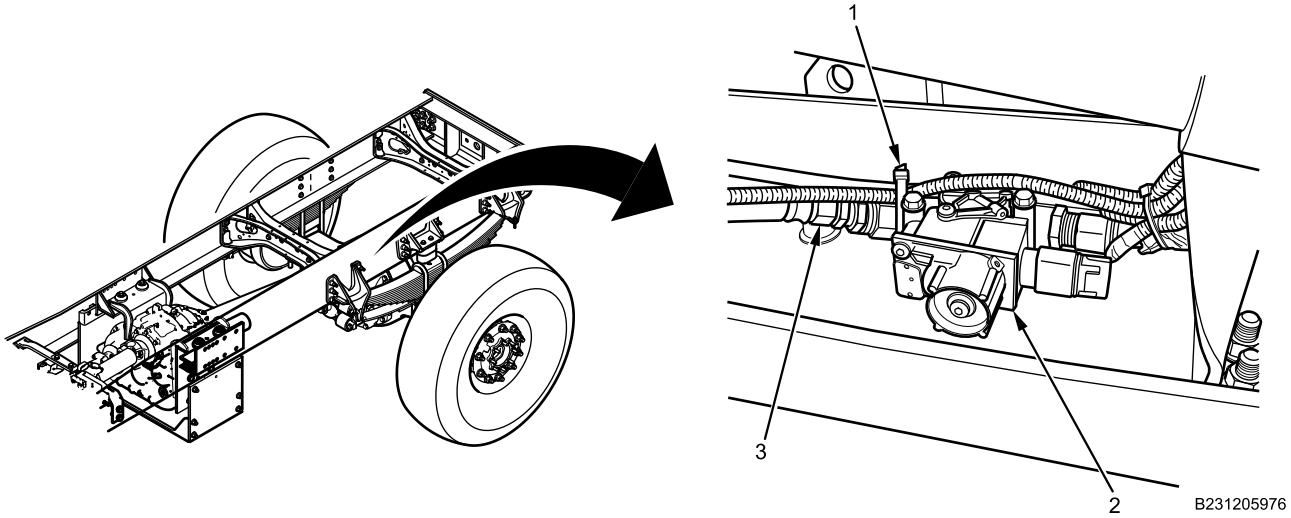

Figure 10. Modulator Valve.
6. Clean threads on ABS modulator valve (Figure 10, Item 3) with wire brush.
7. Apply tape thread sealing compound clockwise on threads (Figure 10, Item 3).
8. Install air line hose (Figure 10, Item 3) on ABS modulator valve (Figure 10, Item 2) and tighten securely.
9. Install new cable lock straps (Figure 10, Item 1).